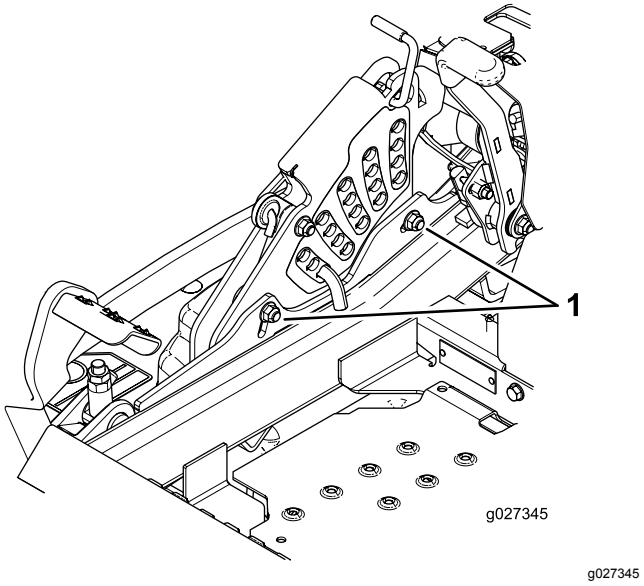

Figura 96
11. Para ajustar el sistema de ajuste de un solo punto, afloje los 2 pernos situados cerca del borde inferior de la pletina de altura de corte (Figura 96).
13. Apriete los 2 pernos en el borde inferior de la pletina de altura de corte (Figura 96).